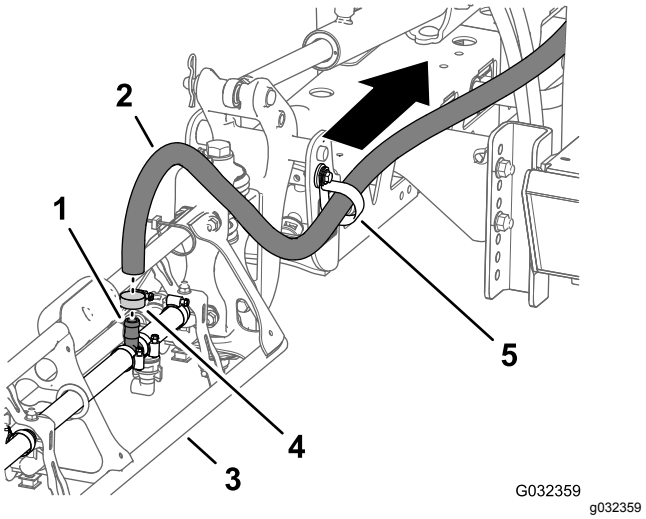

**Figur 47**
1. Ved den ydre bomsektion afmonteres slangeklemmen, der fastgør bomsektionens forsyningsslange til T-fittingen med modhager (Figur 47).
2. Fjern slangen fra T-fittingen (Figur 47).
3. Fjern den frie ende af slangen fra R-klemmen (Figur 47).